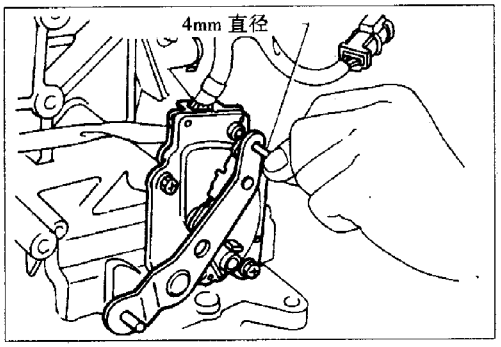

图 5-3-7
(4)在两个禁止开关及手动轴中的调整孔中插入销,并保证尽可能垂直,见图 5-3-7。